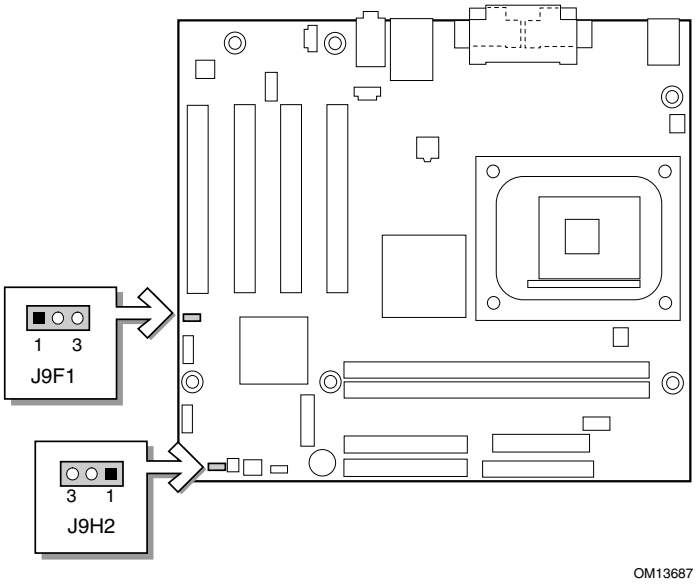

Figure 9. Location of the BIOS (J9H2) and Front Panel USB Wake Configuration (J9F1) Jumper Blocks
Figure 9 shows the location of the BIOS and front panel USB wake configuration jumper blocks.
The location of the board's BIOS configuration jumper block (J9H2) is shown in Figure 9.
4. Find the configuration jumper block (see Figure 9).